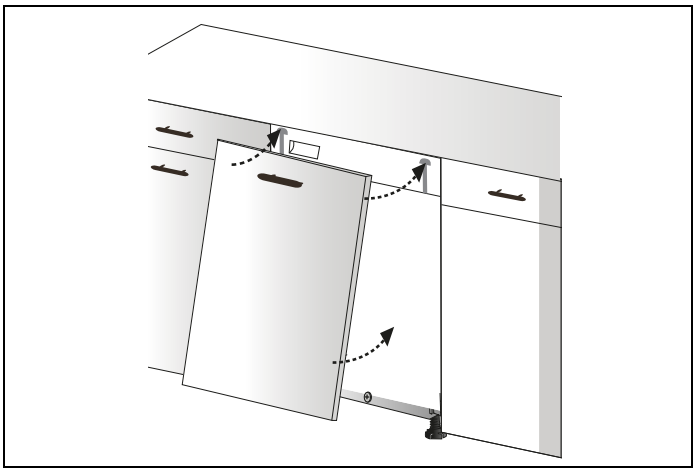

Fig. 27
7) Door mounting plastics located on the wooden door are fitted with the dishwasher corresponding to the discharges located on the control panel and are assembled as shown in Fig. 27 .